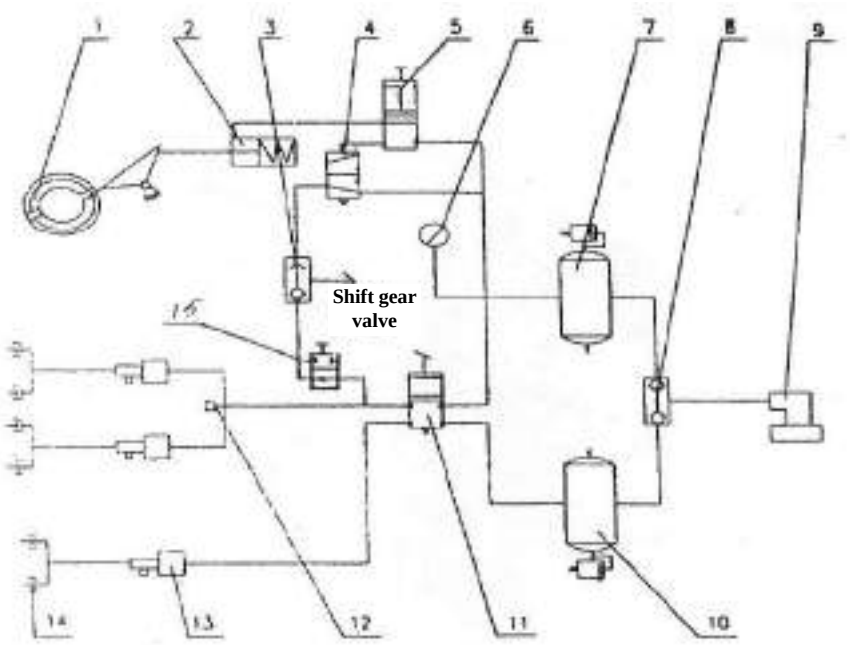

Fig. 7–20 Principle of Brake System
2. Foot Brake: (See Fig. 7 – 20)
Double-cavity air-brake valve (See Fig. 7 - 21) is connected respectively with left and right air reservoir through pipelines. When depressing the brake pedal, the upper air cavity on air-brake valve is open at first, the compressed air from the air reservoir enters into the air cylinder of brake assistor installed on rear frame through upper cavity of air-brake valve and passing by rear axle brake pipeline, pushing air cylinder piston and pushing the piston of mass brake oil pump at same time, thus making the brake oil bring about high pressure and entering into rear axle brake. Meanwhile, the lower cavity of air-brake valve is open, the compressed air from the air reservoir enters into the pipeline of front axle through lower cavity of air-brake valve and into the air cylinder of brake assistor installed on front frame, pushing air cylinder piston and pushing the piston of mass brake oil pump through the crown bar, thus making the brake oil bring about high pressure and entering into the front axle brake. Since the area of air cylinder piston is larger than that of oil cylinder piston and when input air pressure is 0.8 MPa, output oil pressure to 12.2 MPa (122kg/cm^2), i.e. increasing 15.3 times, the compressed air from brake valve upper cavity enters into rear assistor and into the cut-off valve of gearbox through three-way. It makes the oil-supply of gearbox shut off with the action of cut-off valve and power output stops. The structure of assistor and mass brake pump is shown in Fig. 7 - 22.